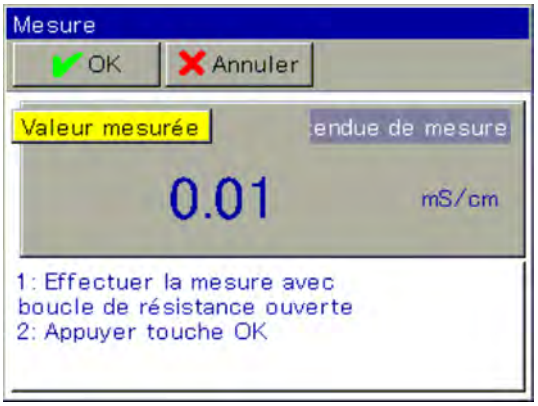

Fig. 76: Mesure
7. L'appareil procède alors à une mesure avec la boucle conductrice ouverte de l'adaptateur d'étalonnage. Patientez jusqu'à l'affichage d'une valeur de mesure stable, puis confirmez en appuyant sur « OK ». (Voir Fig. 76 .)